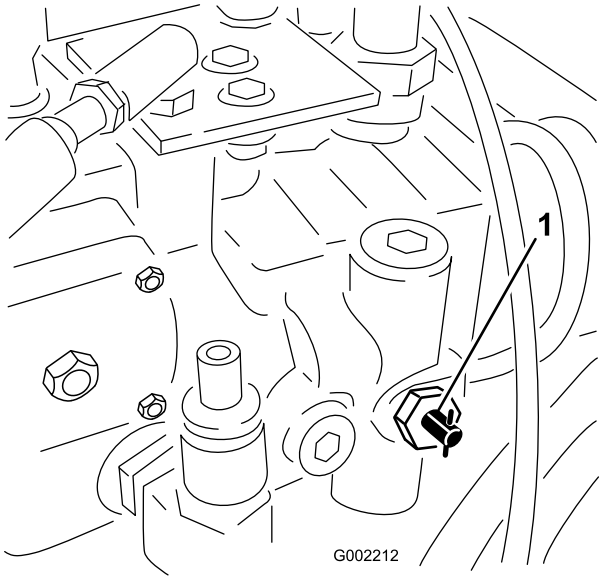

Figur 25
1. Drej trækventilen (Figur 25) 90 grader i den ene eller anden retning for at åbne den.